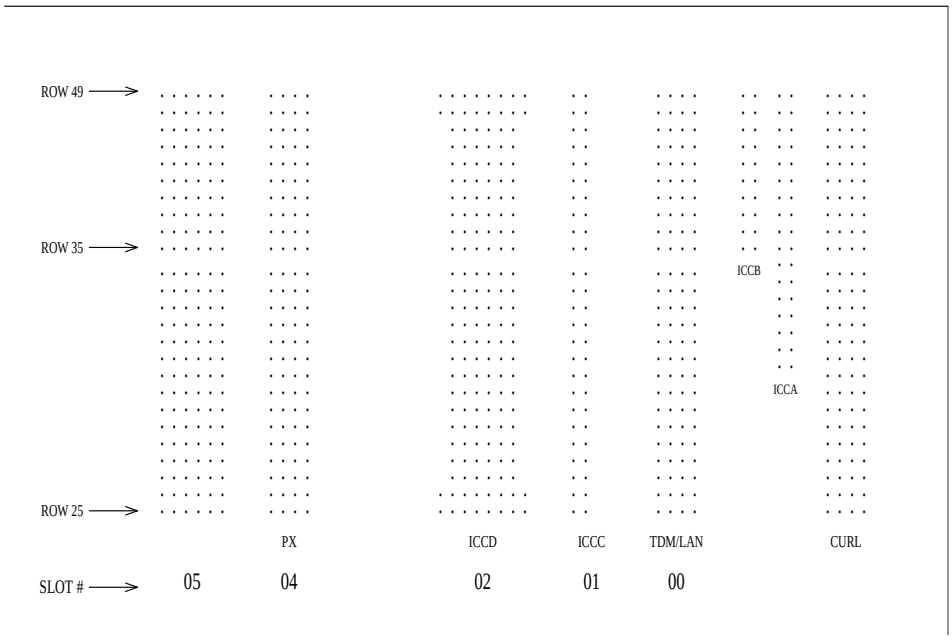

Figure 10-27. ICC Connections for G3r Control Carrier
10. See CAUTION and NOTE. Install the alarm duplication cable (H600-198 G1) between carriers "B" and "A." Connect the cable to the "ICCA" pin-field block (to the right of the pin-field block for slot "00") of both carriers (See Figure 10-27). Connect the "UAK" (upper) connector to carrier "B," and connect the "LAK" (lower) connector to carrier "A."
11. See previous CAUTION. Install the ICCC cable (H600-182 G1) between carriers "B" and "A." Connect the cable to the "ICCC" pin-field block (behind slot "01") of both carriers (See Figure 10-27).
12. See previous CAUTION and following NOTE. Install the duplication cable (WP91954 L1) between carriers "B" and "A." Connect the cable to the "ICCD" pin-field block (behind slot "02") of both carriers (See Figure 10-27).